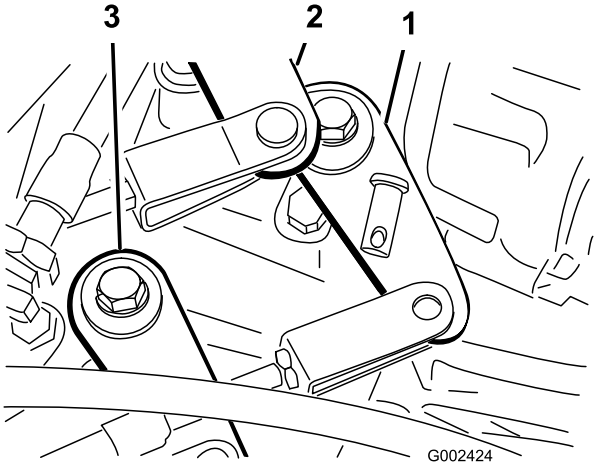

Figur 52
2. Fjern splittpinnene som fester girkablene til transakselens girarmer (Figur 52).
1. Fjern splittpinnen som fester kabelen for høy/lav hastighetsinnstilling til transakselen (Figur 52).